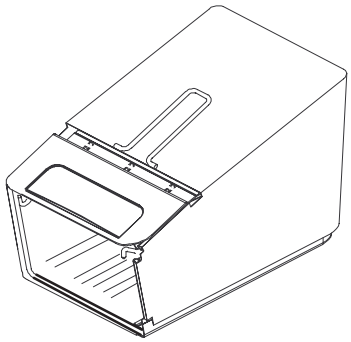

Figur 6
2. Sørg for, at posens sider sidder **inden for** poserammen som vist i Figur 6.